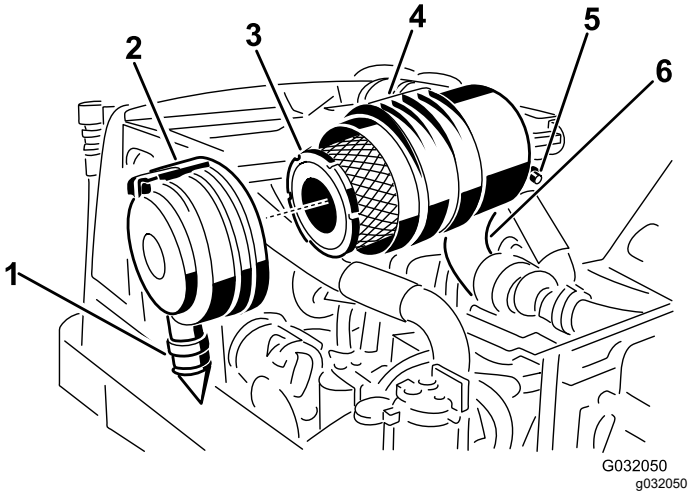

Figura 47
2. Togliete il filtro primario dell'olio (Figura 47).
3. Sostituite il filtro primario dell'olio (Figura 47).
ore 5 e le ore 7 vista dall'estremità e fissate il fermo (Figura 47).